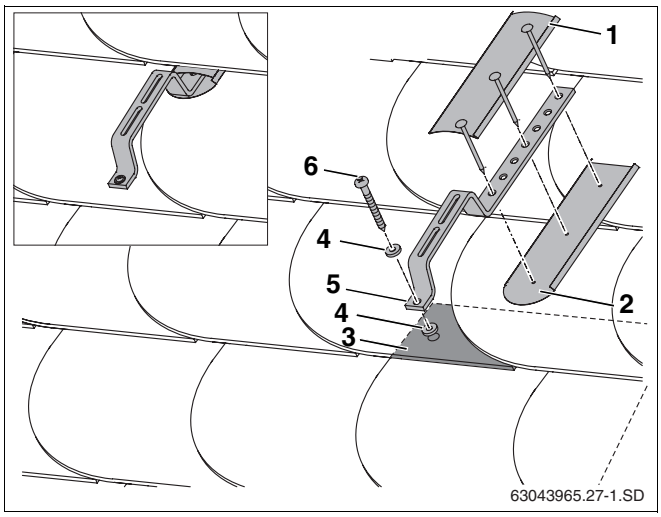

Abb. 26 Montage auf dem Schiefer-/Schindeldach
Es wird Ihnen beispielhaft die Montage eines Sonderdachhakens und das wasserdichte Eindecken mit bauseitig zu stellenden Blechen (Abb. 26, **Pos. 1** und **2**) anhand einer Schiefer-/Schindel-Eindeckung gezeigt.
- Sonderdachhaken (Abb. 26, **Pos. 5**) und Dichtung (Abb. 26, **Pos. 4**) mit der Schraube (Abb. 26, **Pos. 6**) auf die Schiefer-/Schindel-Eindeckung montieren.
- Um eine wasserdichte Montage sicher zu stellen, müssen bauseitig über und unter den Sonderdachhaken Bleche (Abb. 26, **Pos. 1**, **2**) montiert werden.
Der Sonderdachhaken muss vorne auf einer Mehrfachüberdeckung (Abb. 26, **Pos. 3**) aufliegen.